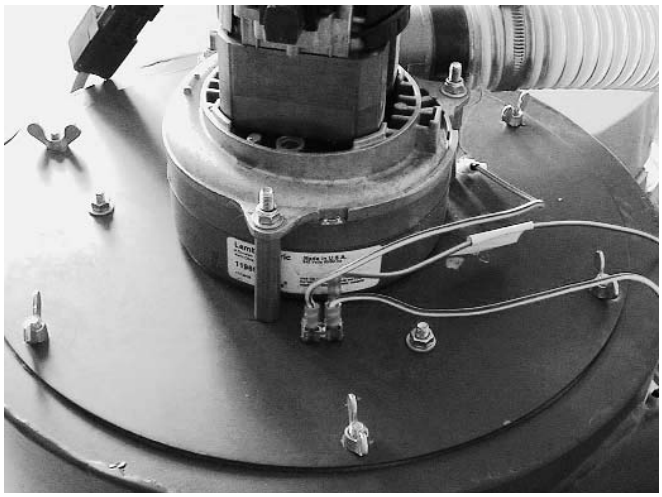

Fig. 64
Portare il cavo della messa a terra del ciclone al collegamento del conduttore di terra (PE) sulla morsettiera della caldaia (fig. 64).